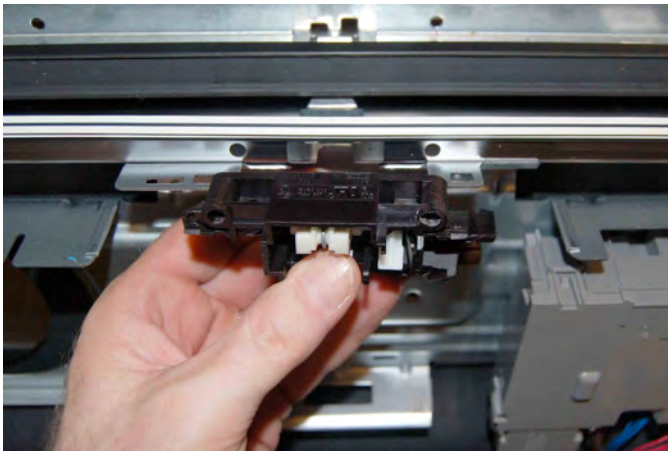

Figure 3
4. Remove latch assembly from door, (see Figure 3).